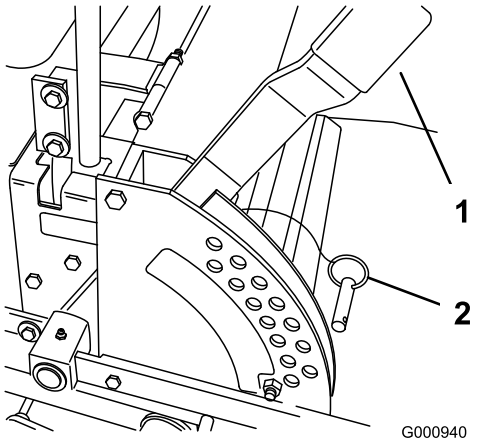

Figur 16
1. Flytt klippehøydespaken til transportstillingen (samme som klippehøyden på 127 mm) (Figur 16).
2. For å justere fjerner du hårnålssplinten og splittpinnen fra klippehøydebraketten (Figur 16).
3. Velg det hullet i klippehøydebraketten som svarer til ønsket klippehøyde, og sett inn splittpinnen (Figur 16).